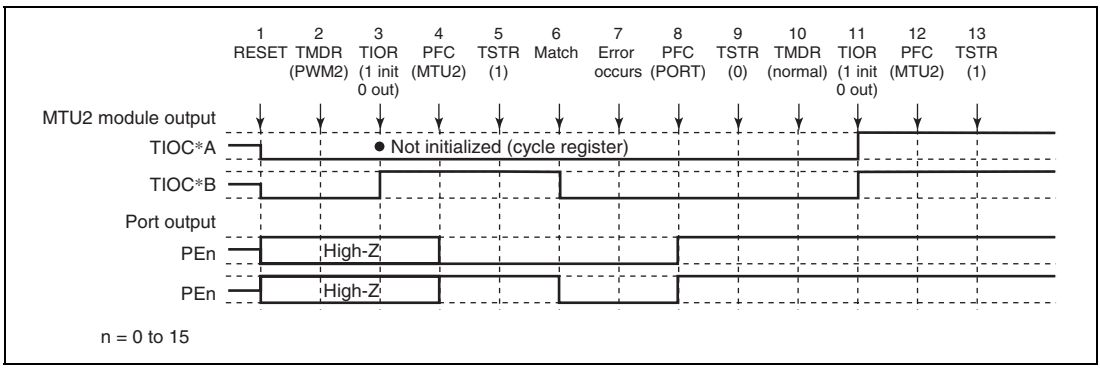

**Figure 10.150 Error Occurrence in PWM Mode 2, Recovery in Normal Mode**
**Operation when Error Occurs during PWM Mode 2 Operation, and Operation is Restarted in Normal Mode:** Figure 10.150 shows an explanatory diagram of the case where an error occurs in PWM mode 2 and operation is restarted in normal mode after re-setting.
1 to 9 are the same as in figure 10.150.